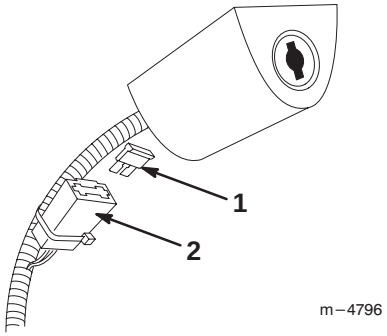

Figuur 33
2. Plaats de nieuwe zekering zoals getekend in Figuur 33.